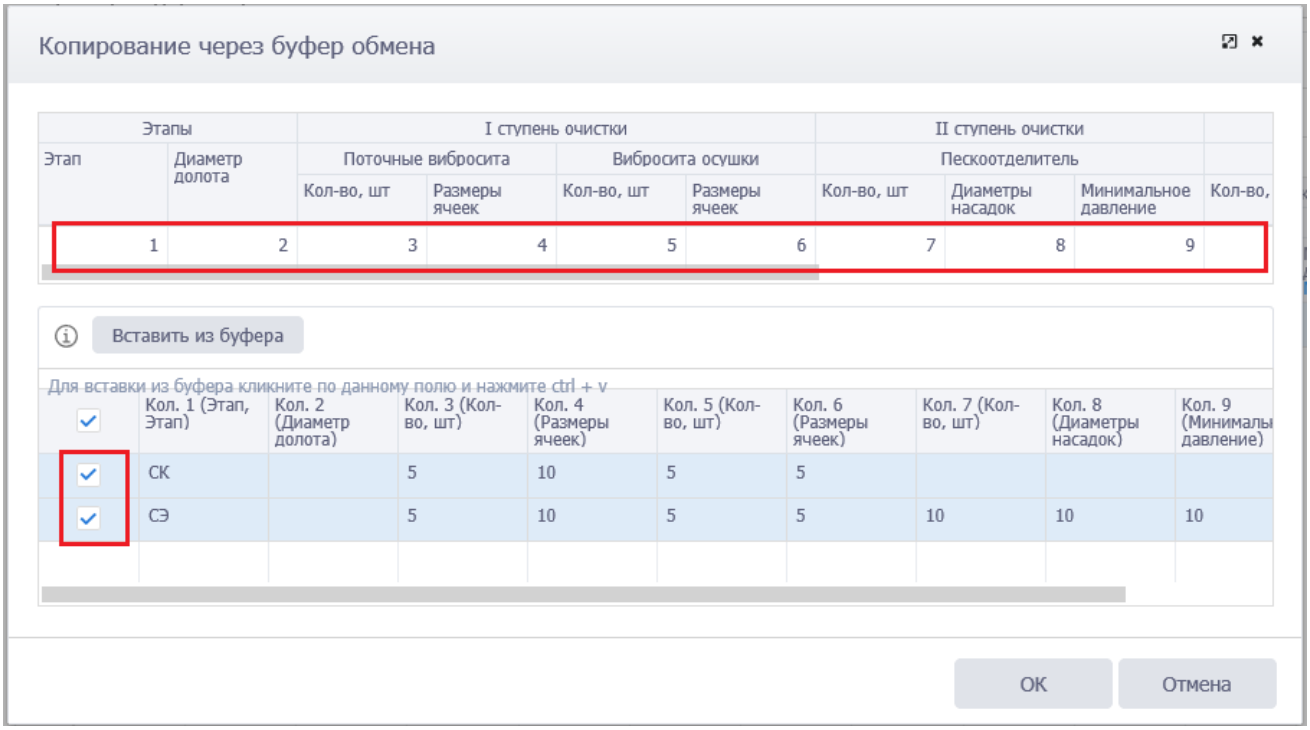

Рис. 3.249
3.248). Далее нужно отредактировать соответствие колонок в таблице и в файле Excel, а также с помощью флагов установить, какие строки скопировать (рис. 3.249).